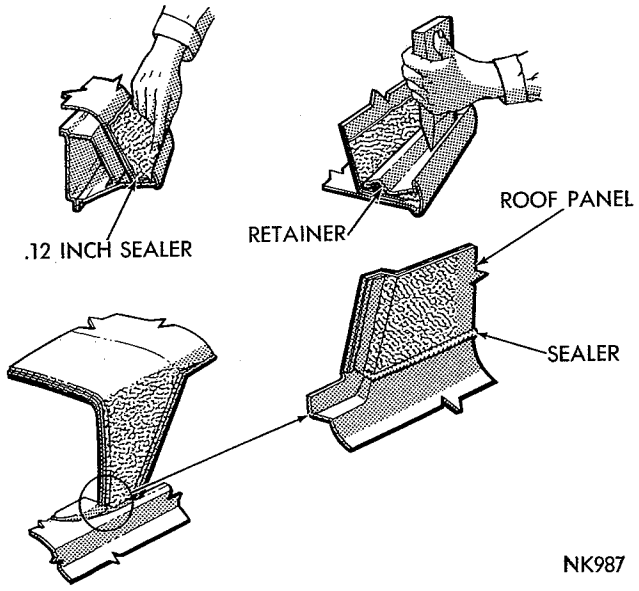

*Fig. 8—Installing Retainers at Drain Trough (2 Door)*
(20) Apply a bead of sealer in drain trough and smooth out to seal edge of cover (Fig. 8).
(21) Snap in front roof panel cover side retainers, making sure they are firmly seated.
(22) Snap in rear roof panel cover side retainers, making sure they are firmly seated.